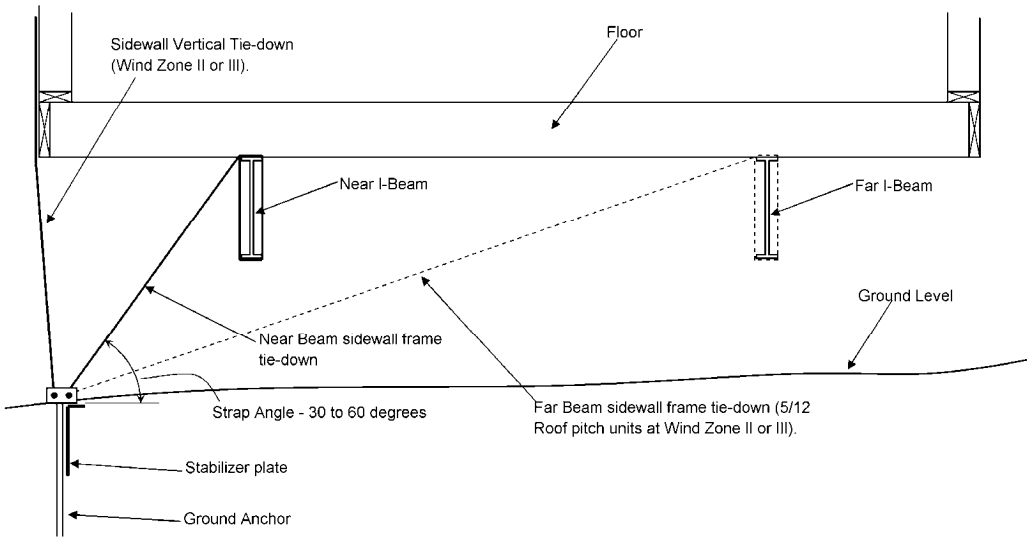

Figure 71. *Lateral tie-down configurations*
Setting the strap angle. When straps are connected only to the near I-beam, (**Figure 71**) the angle the strap makes with the ground should be between 30 degrees and 60 degrees. Angles greater than 60 degrees may require closer anchor spacing.
- **Near Beam Method.** Connect an anchor strap from the anchor head to the beam closest to the anchor. (**Figure 71**). In addition for Wind Zones II and II, connect a vertical sidewall strap from the sidewall of the home to the anchor head using a double-headed anchor.
- **Far Beam Method.** Connect an anchor strap from the anchor head to the outside beam. (**Figure 71**). In addition for Wind Zones II and II, connect a vertical sidewall strap from the sidewall of the home to the anchor head using a double-headed anchor. The far beam method is only required for double wide units at Wind Zone II or III with a 5/12 roof pitch.